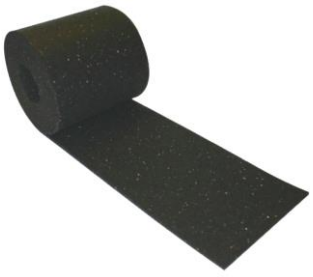

Figure 10. Anti-Skid
Pipe Stop Anti-Skid (Figure 10)
- The antiskid rubber mats (as shown in Fig. 10) may not be torn or crushed, during or after installation.